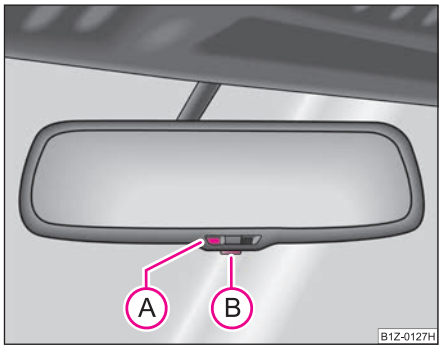

Fig. 52 Automatic dimming interior mirror
– Press the button (B) - the warning light lights up (A) ⇒ fig. 52.